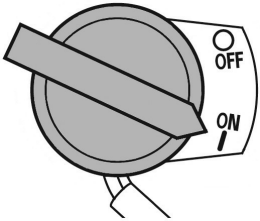

Рис. 10. Выключатель зажигания
6. Включите зажигание, для этого переведите выключатель зажигания в положение «ON» (Включено) (Рис. 10).
При возникновении аварийной ситуации, для экстренной остановки двигателя переведите выключатель зажигания в положение «OFF» (Выключено) (Рис. 10).
4. Переведите выключатель зажигания в положение «OFF» (Выключено) (Рис. 10).